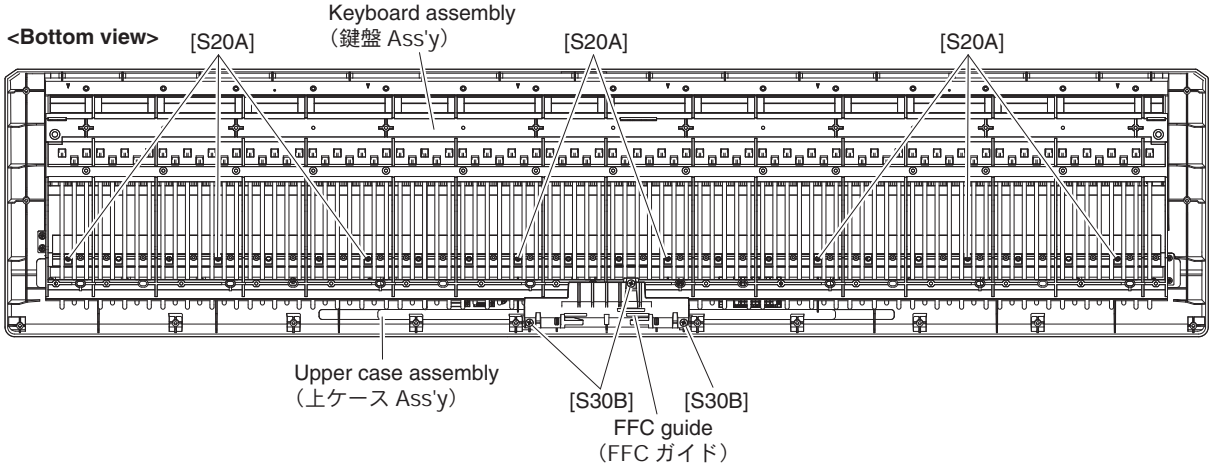

Fig. B-4（図 B-4）
B-5-2 Remove the three (3) screws marked [S30B], then remove the FFC guide. (Fig. B-4)
B-5-3 Remove eight (8) screws marked [S20A]. The keyboard assembly can then be removed. (Fig. B-4)
B-5-2 ［S30B］のネジ 3 本を外し、FFC ガイドを外します。（図 B-4）
B-5-3 ［S20A］のネジ 8 本を外し、鍵盤 Ass'y を外します。（図 B-4）